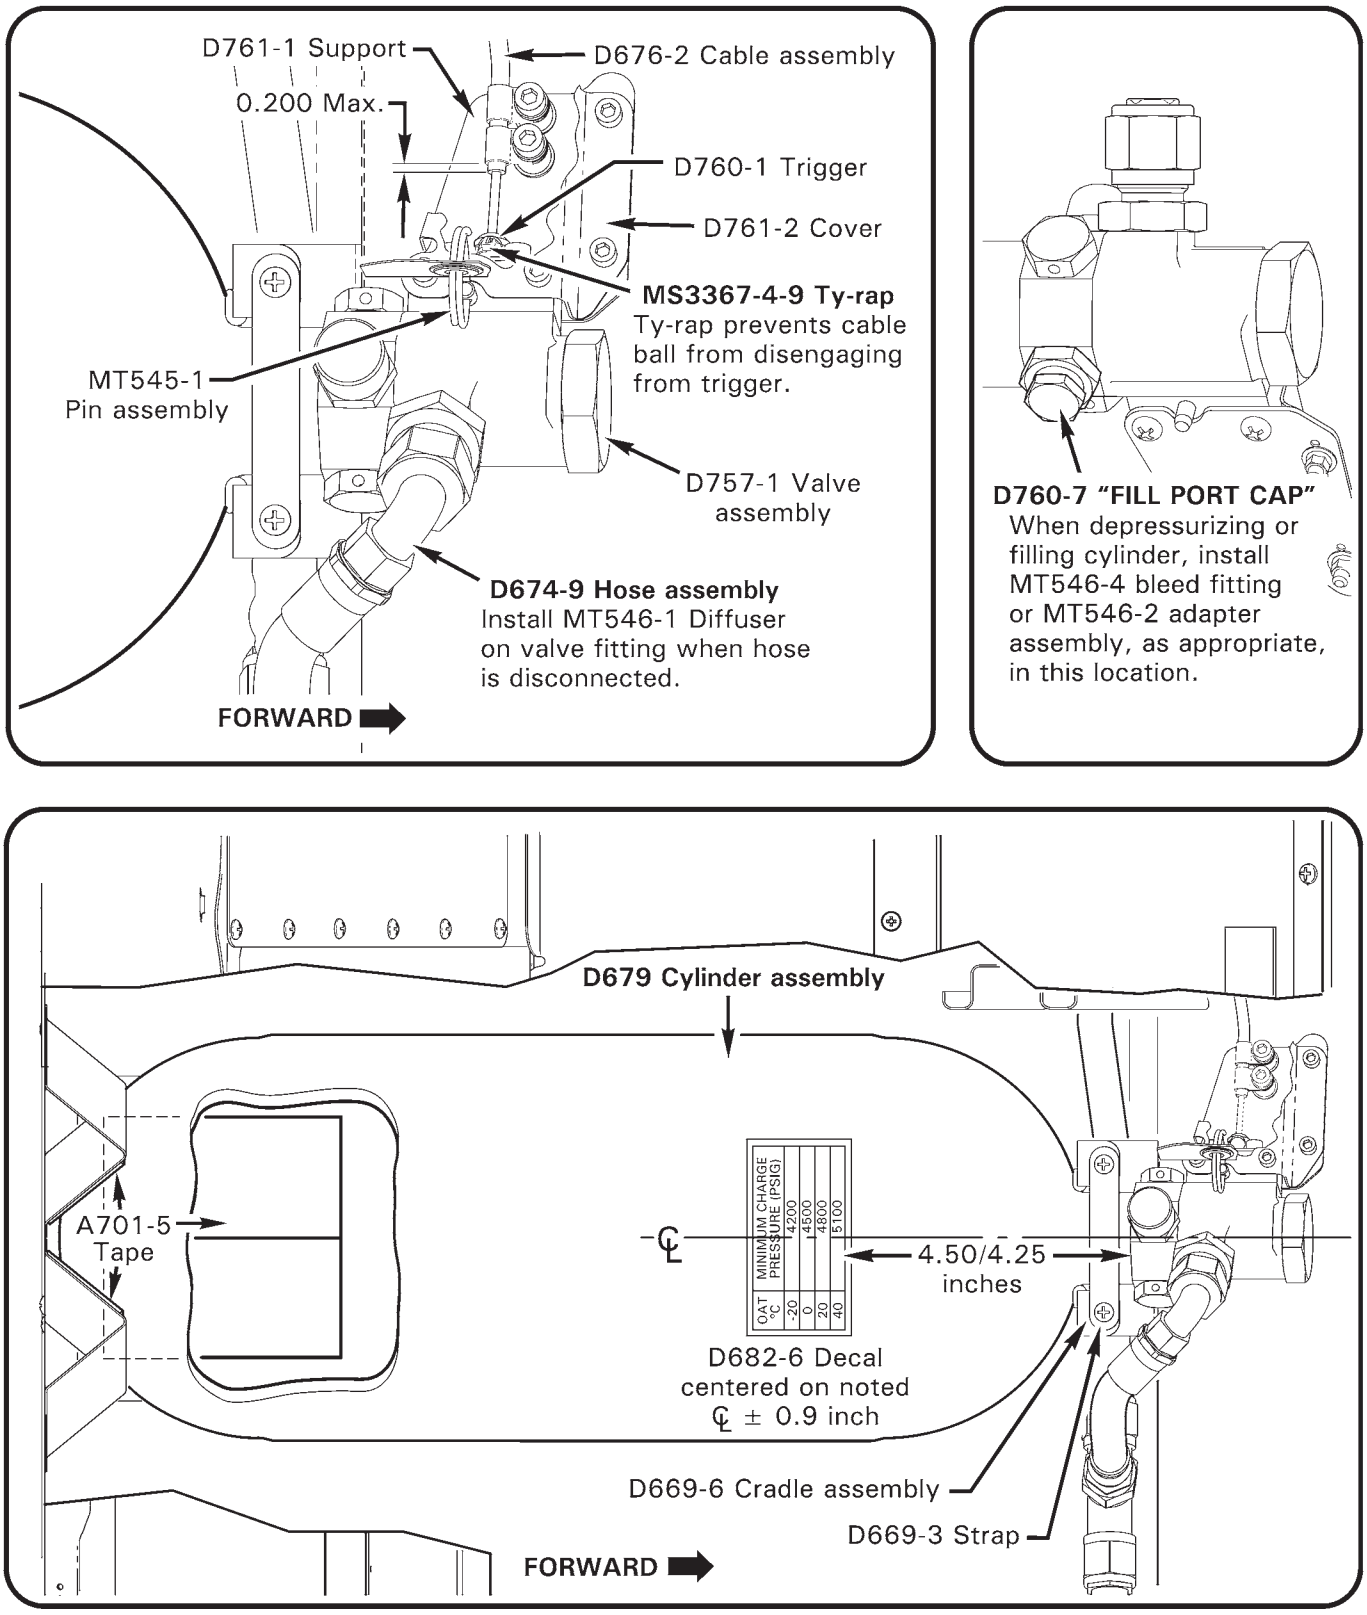

FIGURE 32-5 POP-OUT FLOATS CYLINDER ASSEMBLY
Refer to R66 Illustrated Parts Catalog (IPC) Figure 32-5.
1. Refer to Figure 32-5. Hinge right aft seat assembly forward. Install MT545-1 pin assembly in D757-1 valve assembly.
2. Refer to Figure 32-5. Remove D760-7 cap (etched with “FILL PORT”) from valve assembly. A loud pop may be heard when cap’s seal is broken.
2. Refer to Figure 32-5. Install MT545-1 pin assembly in D757-1 valve assembly. Install MT546-1 diffuser on valve fitting and special torque diffuser to 120 in.-lb.
2. Refer to Figure 32-5. Install MT545-1 pin assembly in D757-1 valve assembly.